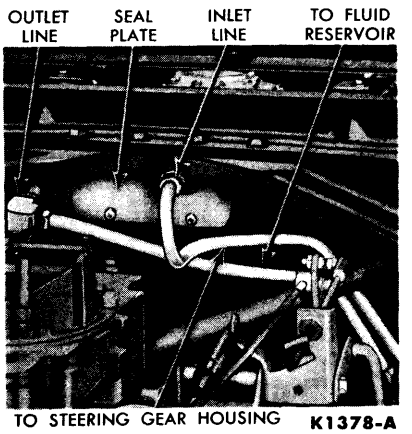

FIG. 59—Wiper Motor Hydraulic Line Connections
6. Disconnect the inlet line at the wiper motor fitting (Fig. 59), and remove the brass inlet fitting from the wiper motor.
7. Connect the inlet line to the inlet fitting (Fig. 59).